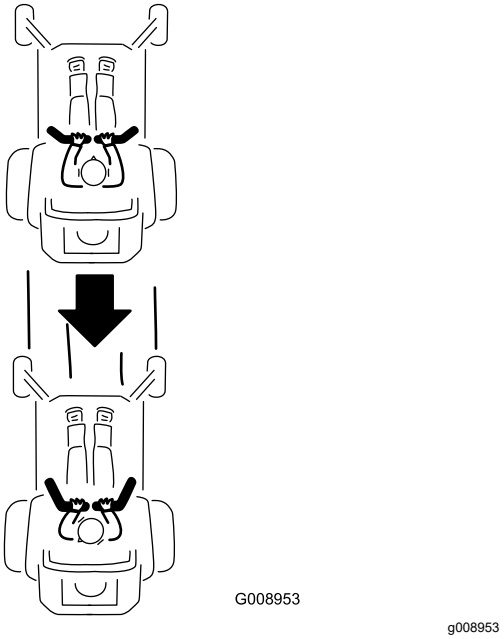

**Figur 27**
2. Skift til bakgear ved langsomt at trække bevægelseshåndtagene bagud (Figur 27).